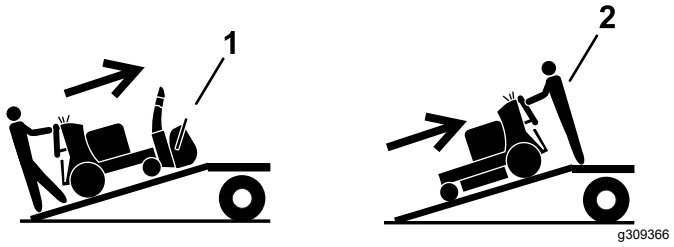

Figura 30
- Si el accesorio no está instalado, cargue la máquina con la parte trasera hacia arriba en la rampa (Figura 30).
2. Baje la máquina por la rampa conduciendo hacia adelante (Figura 30).